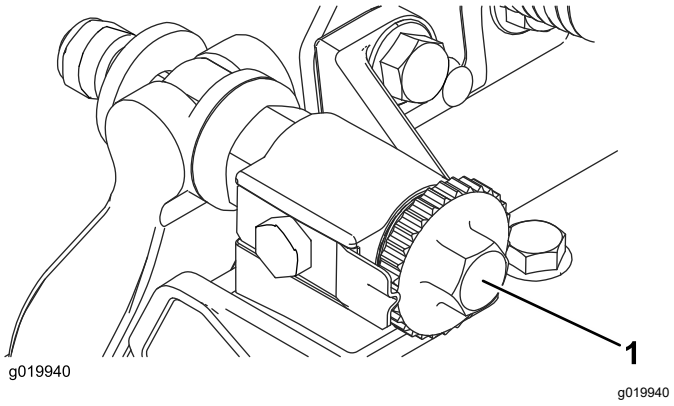

Рисунок 8
2. Поверните регулировочные винты планки неподвижного ножа против часовой стрелки, чтобы неподвижный нож не касался барабана (Рисунок 8).